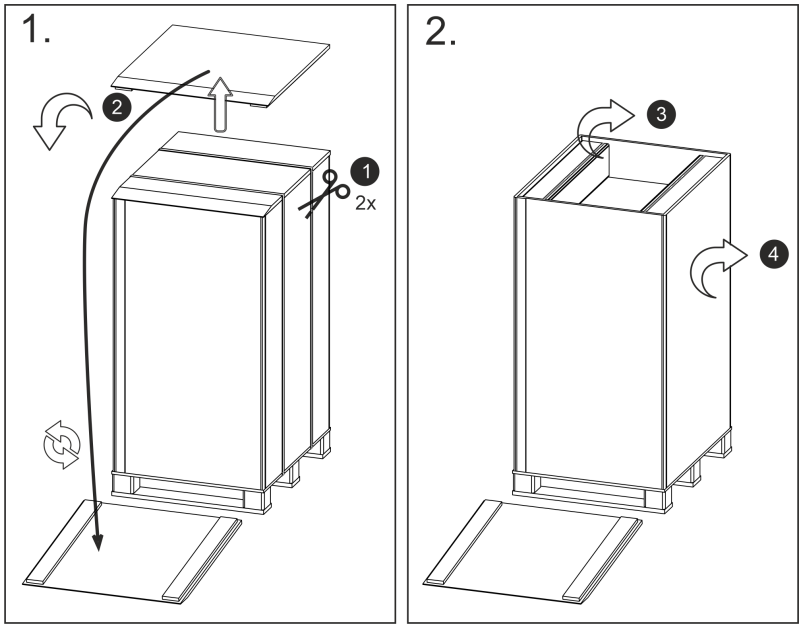

Abb. 2: Grafik Auspackanleitung für VC 5000
3. **Bild 2:** Entfernen Sie die beiden Distanzstücke ③ aus dem Karton. Entfernen Sie den Karton ④.